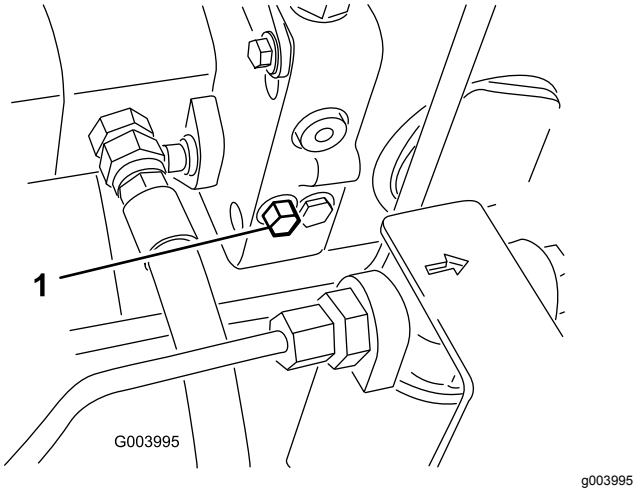

Figuur 56
1. Draai de bout van de omloopklep 1½ slag om deze te openen en de olie inwendig om te laten leiden (Figuur 56).